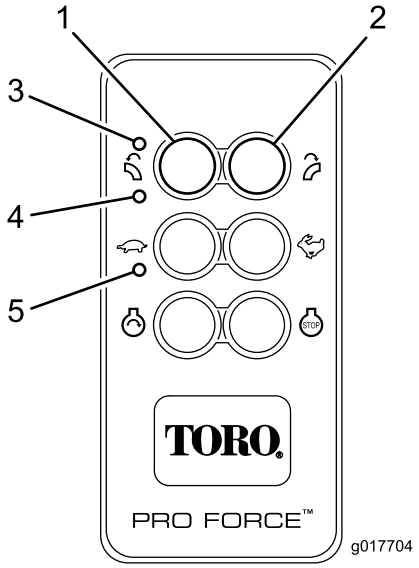

Figur 15
Fjernkontrollen aktiveres (starter opp) når du trykker på en knapp. Når TX- og RX-indikatorlampene blinker indikerer det at fjernkontrollen er aktiv, og at den kommuniserer med baseenheten. Strømsparingsfunksjonen gjør at fjernkontrollen slår seg av automatisk når den har vært aktiv i kun cirka tre (3) sekunder, med mindre du trykker på en knapp før tiden er omme. Når enheten blir tidsavbrutt og strømmen kobles fra, stopper alle fjernkontrollerte indikatorlamper (Figur 15). Du kan reaktivere fjernkontrollen ved å trykke på en knapp